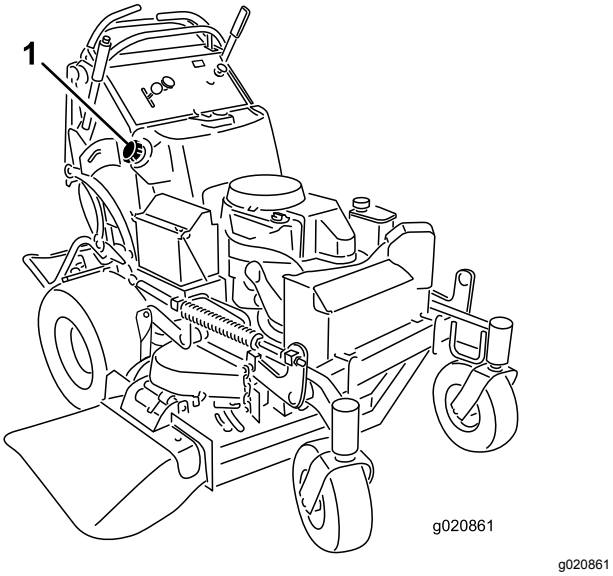

Rysunek 50
5. Używając pompy zasysającej zbierz paliwo do czystego kanistra na paliwo (Rysunek 50).